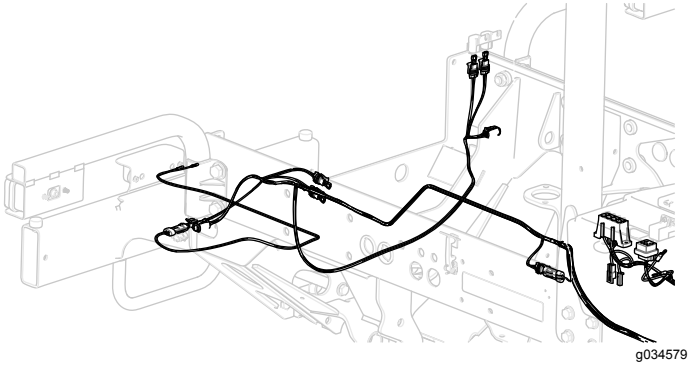

図 30
18. 右リア用ハーネスを、トラクションユニットの右側から、右後部ライトまで敷設する図 30。
20. 左リア用ハーネスを、トラクションユニットの左側から、左後部ライトまで敷設する図 30。